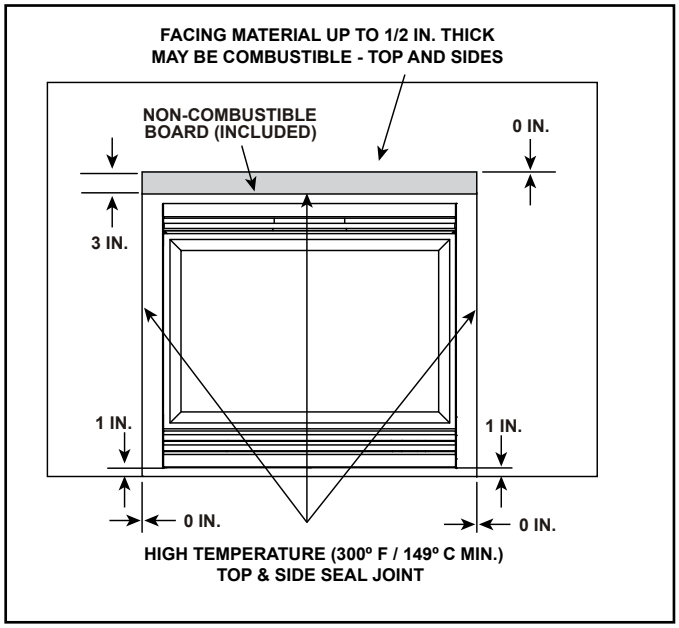
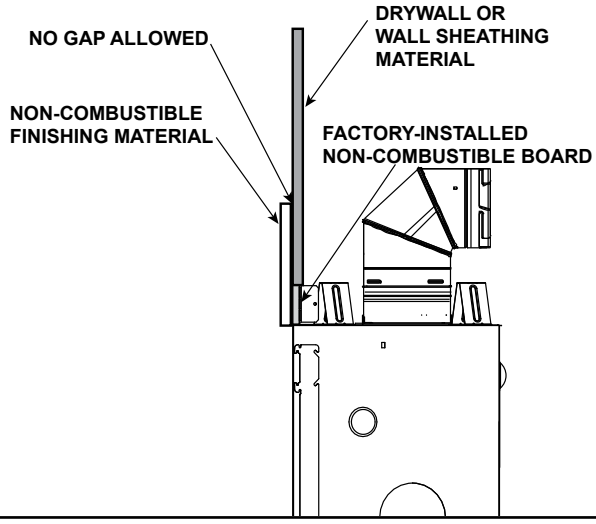

Figure 10.1 Non-combustible Facing Diagram
Figure 10.2 Finishing Material Installed
- Seal gaps between the finished wall and appliance top and sides using a 300 ºF minimum sealant. Refer to Figure 10.1 and Figure 10.2.
- Finishing materials must be installed with no gaps in order to prevent the escape of heat between the finishing material and the wall. See Figure 10.2.